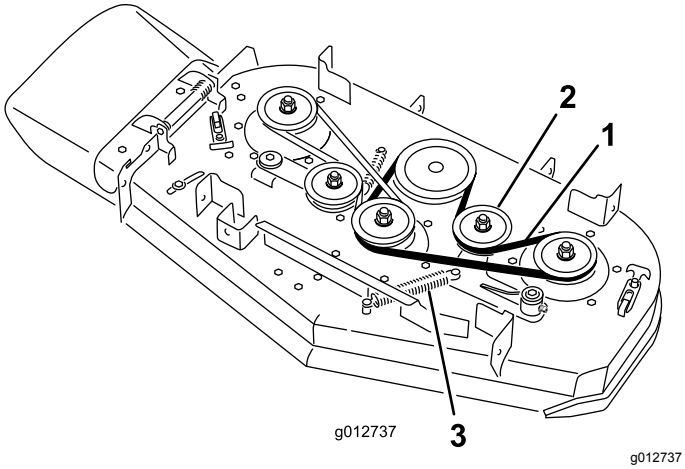

**Figuur 66**
5. Verwijder de veer van de ankerpost op de arm van de spanpoelie (Figuur 66).
6. Verwijder de versleten drijfriem (Figuur 66).
7. Plaats de nieuwe drijfriem rond de poelies van het maaidek, de koppelingspoelie en de spanpoelie (Figuur 66).
8. Monteer de veer op de ankerpost (Figuur 66).